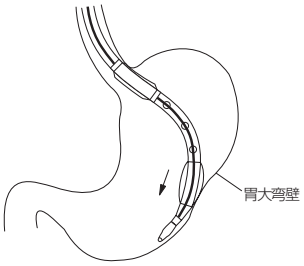

図10
9. X線透視下に患者の体位を変えながら、胃大弯壁に沿って胃幽門前庭部まで本品を進める（**図10**）。